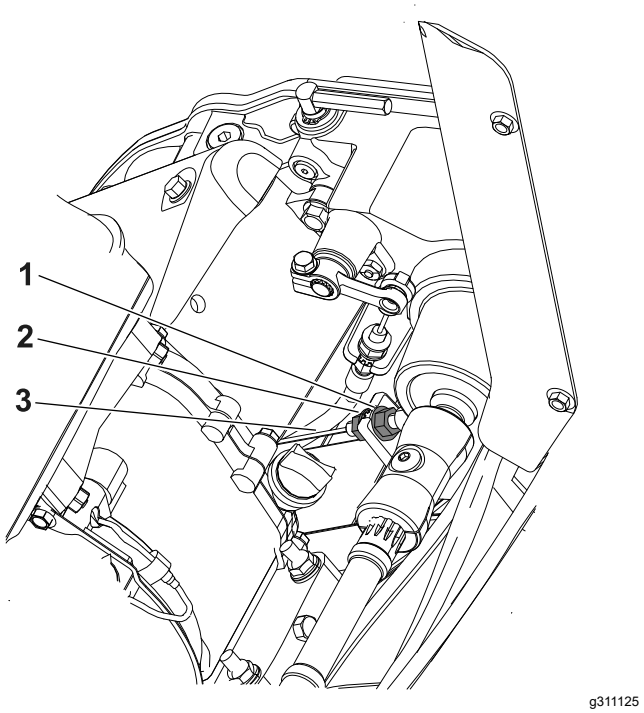

Figur 38
2. Løsne den bakre låsemutteren og stram den fremre låsemutteren (Figur 38).